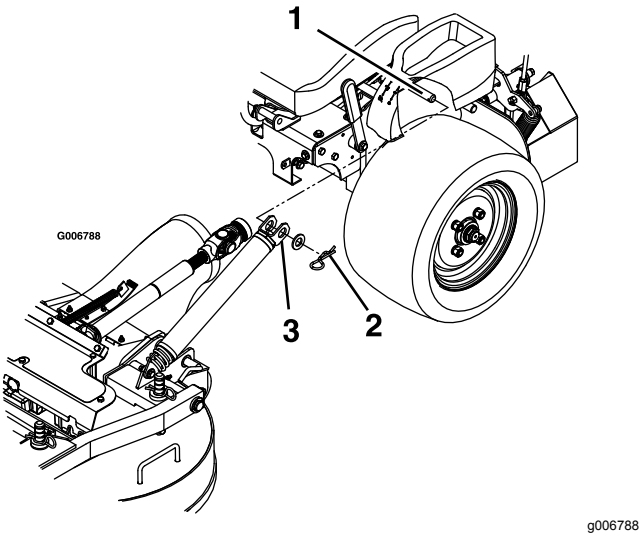

**Figuur 78**
4. Verwijder de haarspeldveren en ringen aan de bovenkant van de veer van de maaideklift aan elke kant van de machine (Figuur 78).
10. Monteer de veren op de veerpennen onder de bedieningspanelen links en rechts, en zet deze vast met een ring en een haarspeldveer (Figuur 78).